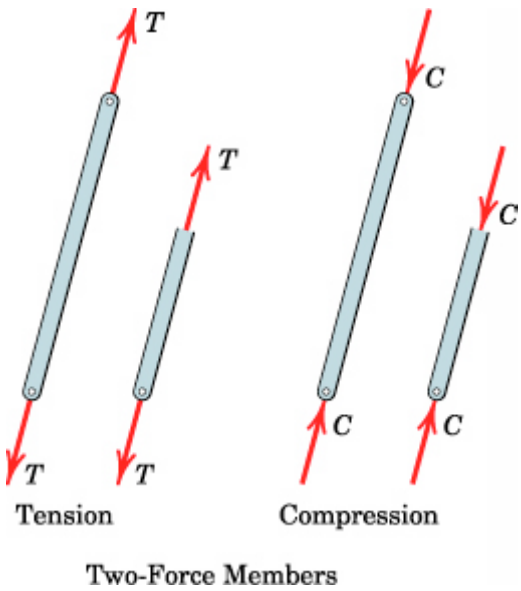

Fig. 6.5 The tensile and compressive force
- The member may be in tension or compression, as shown in Fig. 6.5.